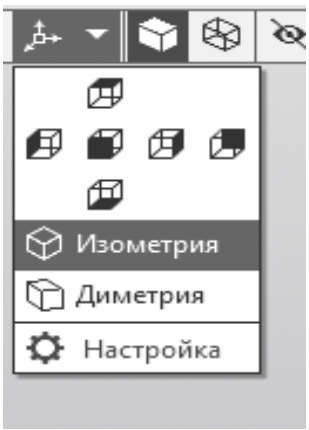

Рис. 1.6
2. На панели быстрого доступа нажмите кнопку Ориентация и выберите Изометрия (рис. 1.6).